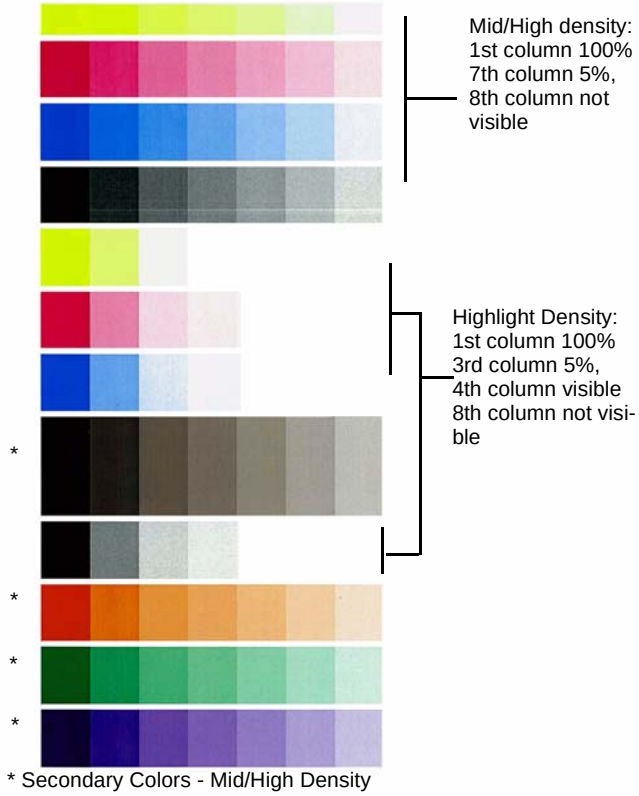

Figure 1 Color Test Pattern
10. Examine the printed test pattern (Figure 1). Compare the output to the Color Test Pattern. Check the density and color shift of the medium/high density areas, and the reproduced density and color shift of the highlights. If a problem is detected, perform the Adjustment.